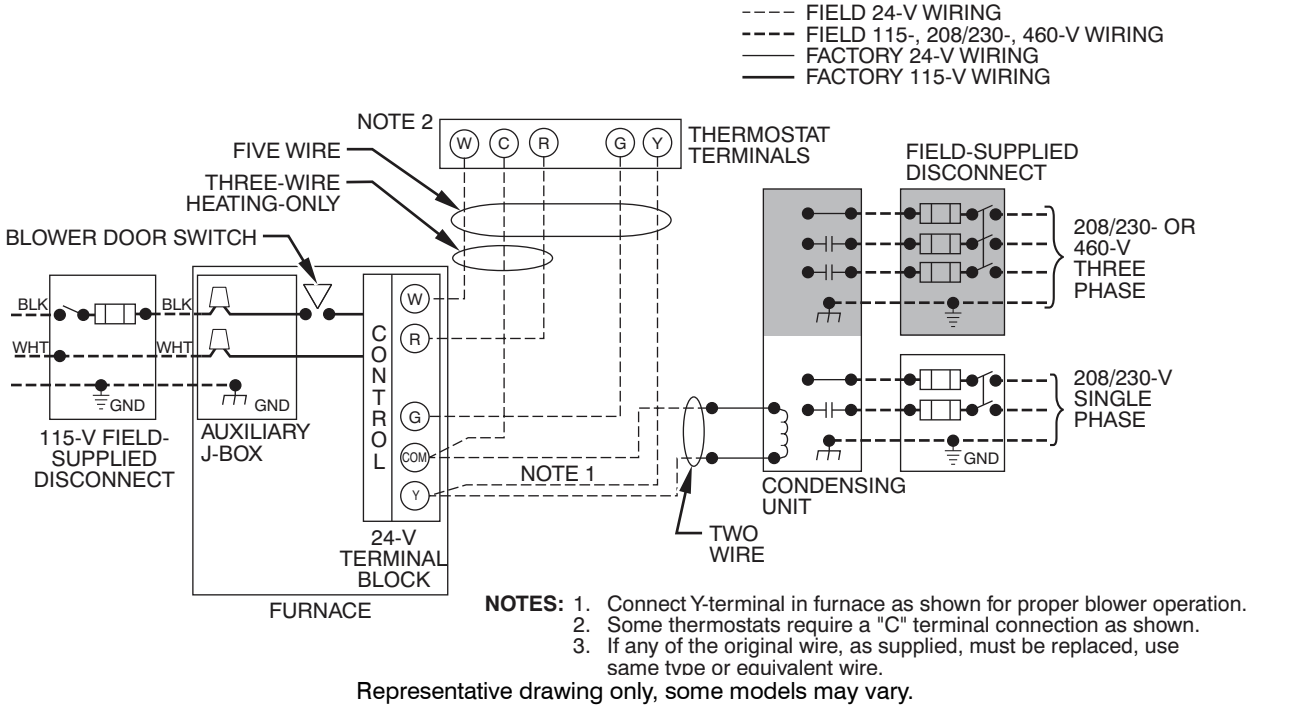
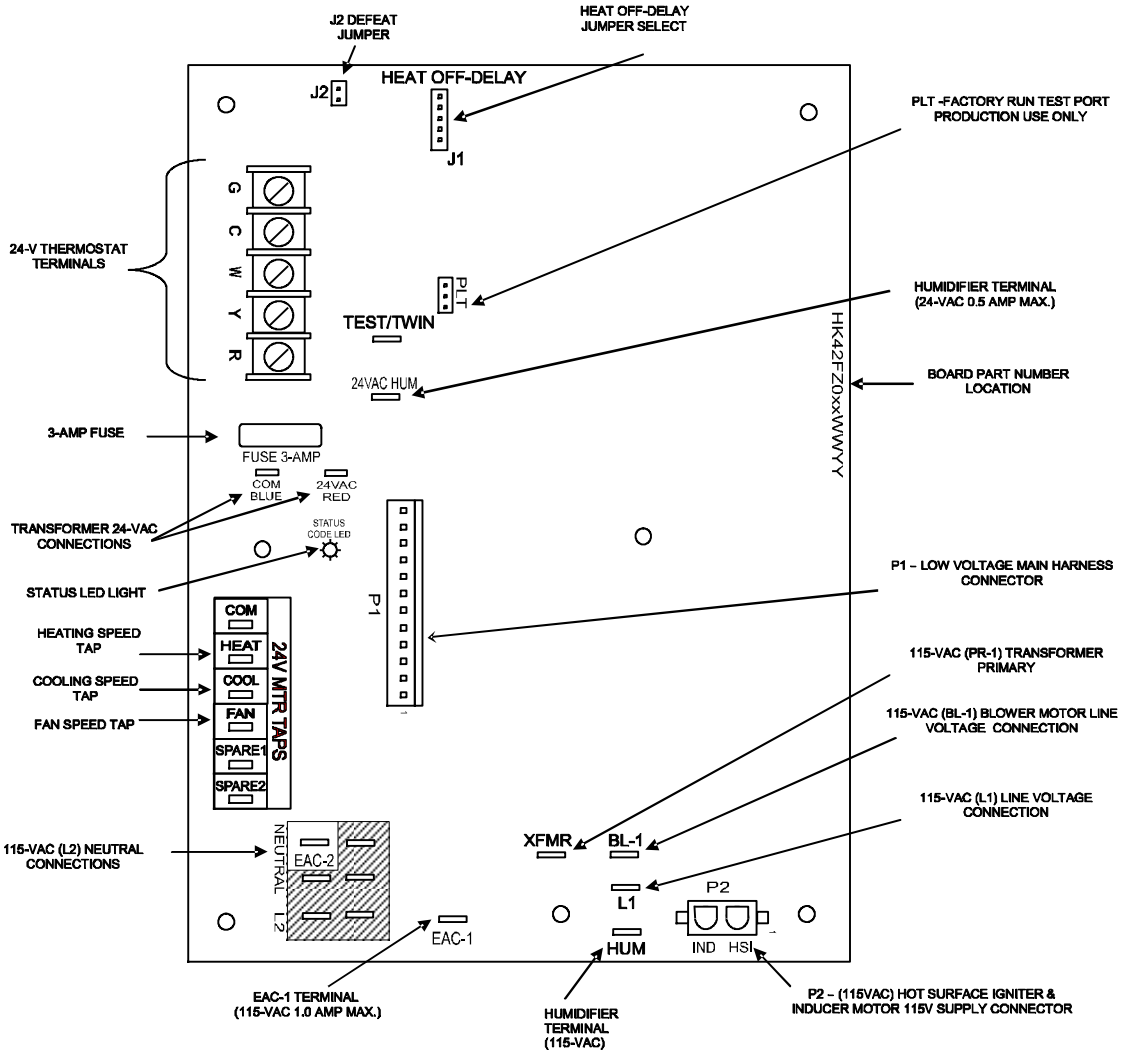

Fig. 32 - Typical Single-Stage Wiring Diagram
Fig. 36 - Example of Single Stage Furnace Control
See Fig. 32 for field wiring diagram showing typical field 115-V wiring. Check all factory and field electrical connections for tightness.
5. Fasten the external electrical box to the furnace casing using two (2) sheet metal screws.
11. Connect field power and neutral leads to furnace power leads inside the external electrical box as shown in Fig. 32.
6. Connect power cord power and neutral leads to furnace power leads as shown in Fig. 32.
5. Connect field power and neutral leads to furnace power leads. as shown in Fig. 32.
Make field 24-v connections at the 24-v terminal strip. See Fig. 36. Connect terminal Y as shown in Fig. 32 for proper cooling operation. Use only AWG No. 18, color-coded, copper thermostat wire.
The 24-v circuit contains an automotive-type, 3-amp. fuse located on the control. Any direct shorts during installation, service, or maintenance could cause this fuse to blow. If fuse replacement is required, use ONLY a 3-amp. fuse of identical size. See Fig. 36.
Accessories (See Fig. 36.)